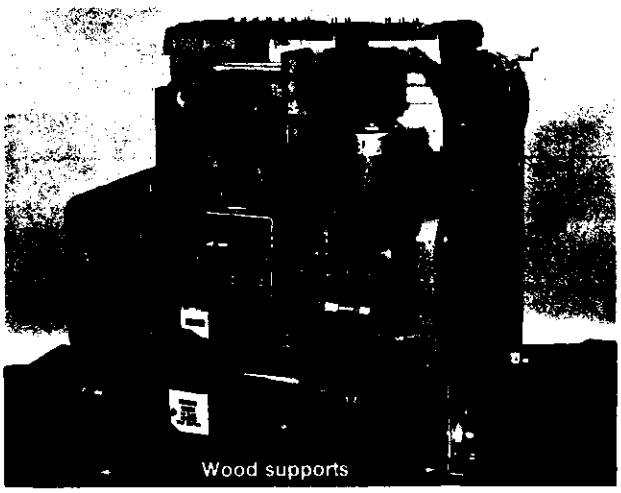

FIG. 1
1. Prior to removal of the escutcheon, support the breaker by placing a 2″×4″×6″ piece of wood under each of the two front rail stud supports. See figure 1. Do not rest the breaker on an overcurrent programmer unit at any time.